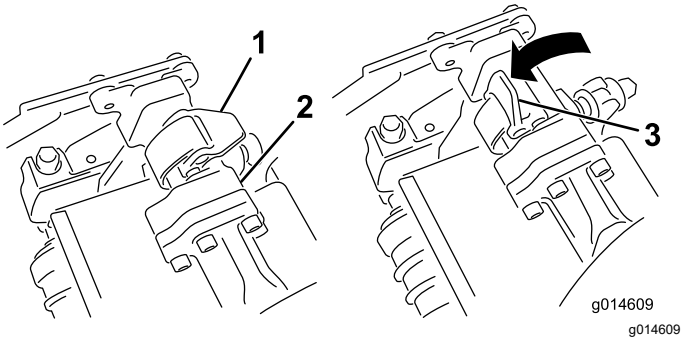
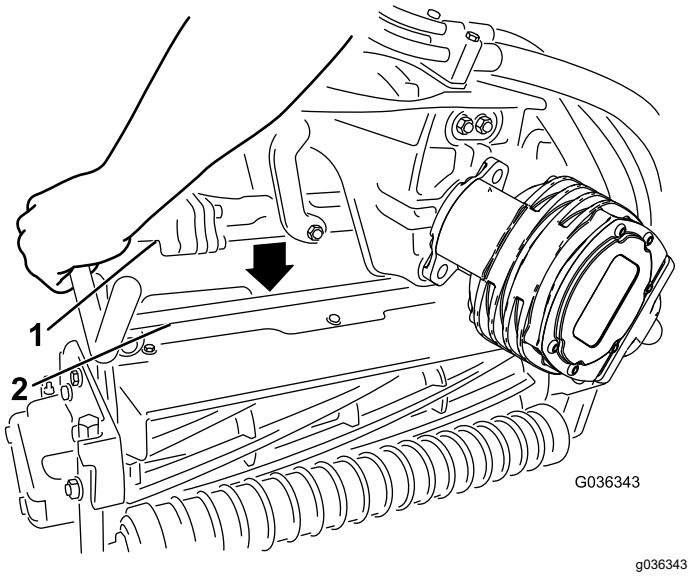

**Figur 54**
**Figur 55**
4. Mens låsehåndtagene på affjedringsarmen peger opad (dvs. er åbne) (Figur 54), skal du skubbe affjedringsarmen ned, så stangen kan sættes over tværstangen på klippeenheden øverst oppe (Figur 55).
5. Luk låsehåndtagene ned og omkring klippeenhedens stang, og lås dem på plads (Figur 54).
5. Åbn låsehåndtagene på affjedringsarmens stang på klippeenheden, som du fjerner (Figur 54).